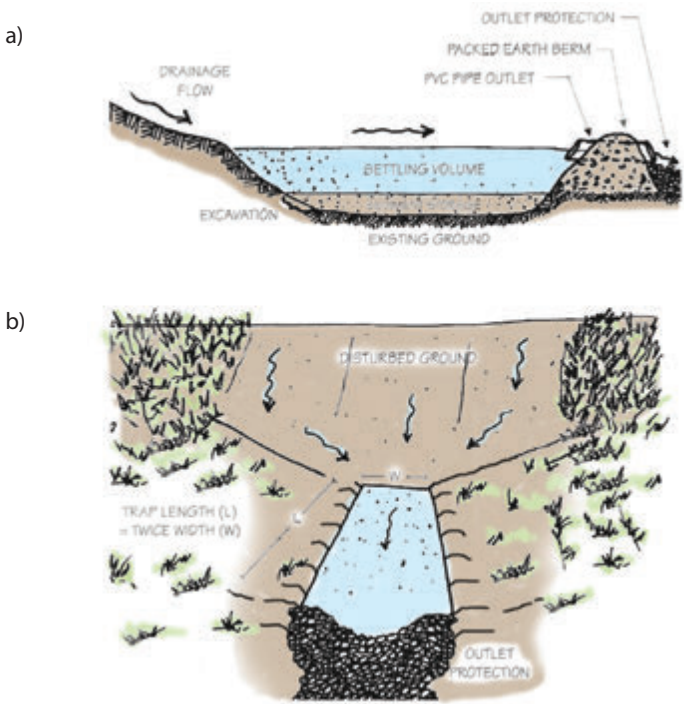
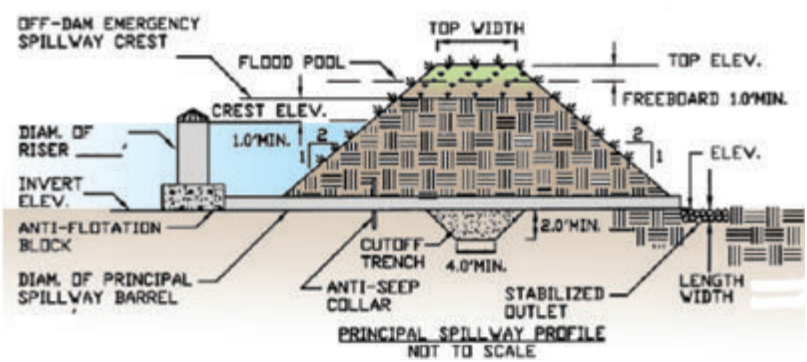

Figure 3.7. Examples of excavated traps with (a) pipe or (b) rock outlet (AS-EPA Guidance Manual for Runoff Control, 2001).
Figure 3.8. Sediment basin spillway profile.
- Locate traps (Figure 3.7) and basins (Figure 3.8) to obtain maximum storage, ease cleanout, and minimize interference with construction activities.